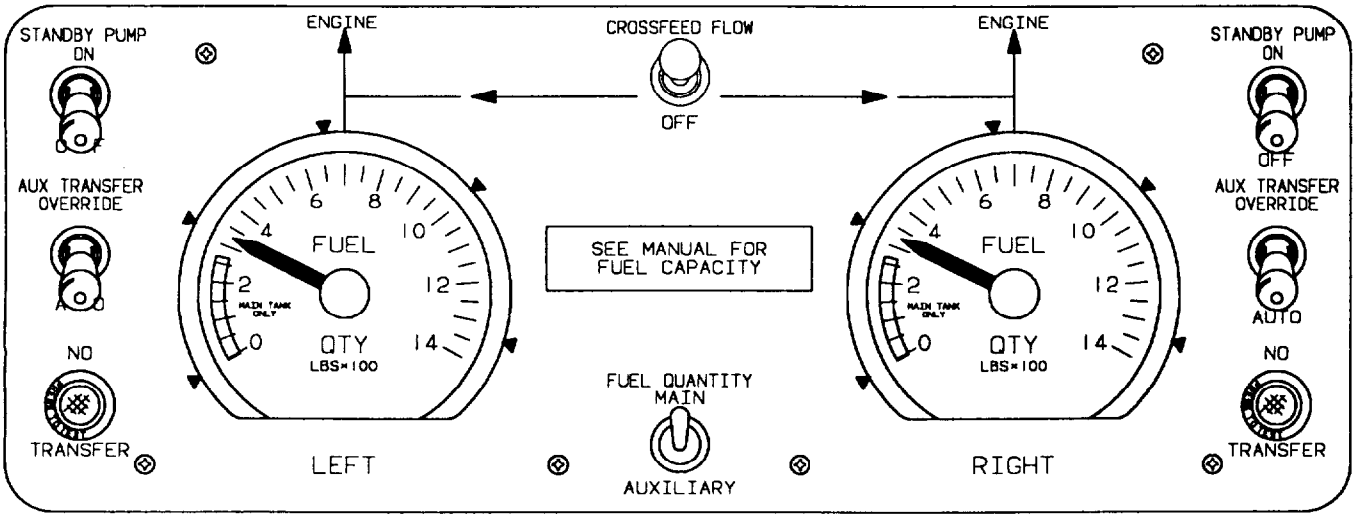
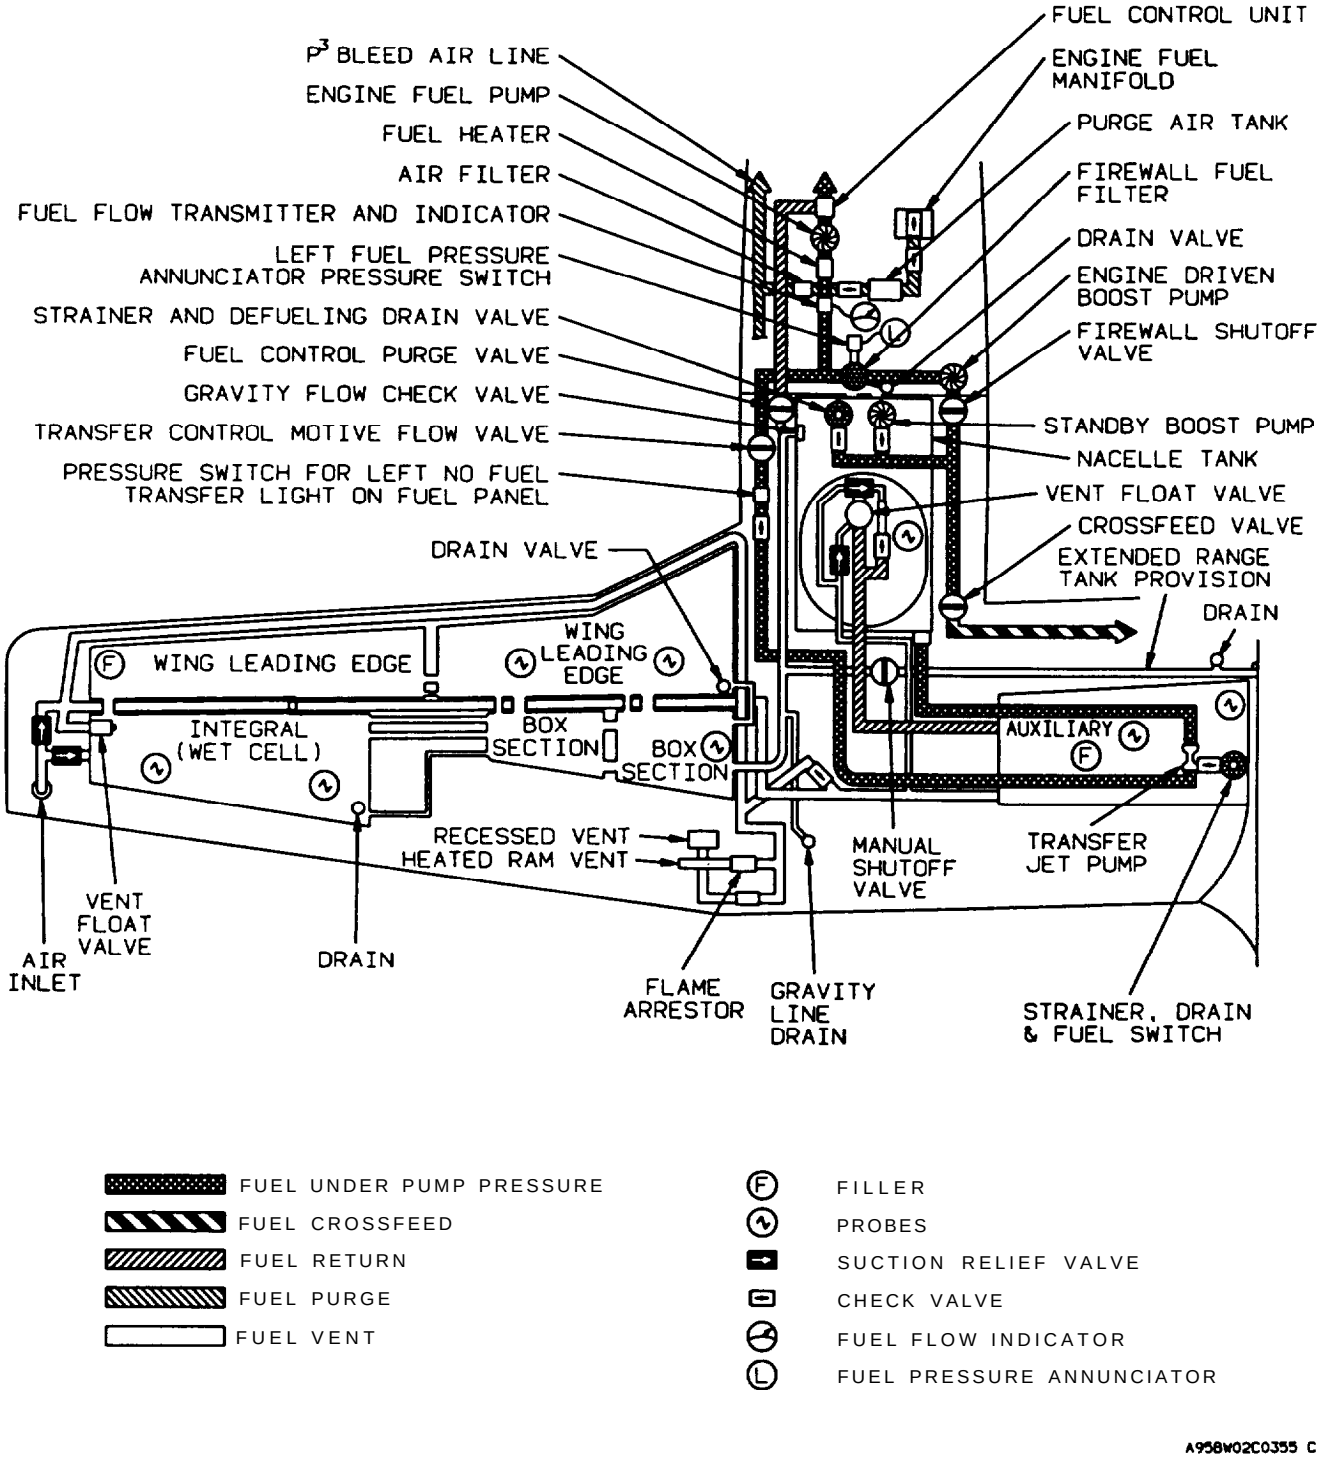

Figure 2-17. Fuel Management Panel
Figure 2-18. Fuel System Schematic
The engine fuel supply system (fig. 2-18) consists of two identical systems sharing a common fuel management panel (fig. 2-17) and fuel crossfeed plumbing (fig. 2-19). Each main fuel system consists of five interconnected wing tanks and a nacelle tank. Each auxiliary fuel system consists of one tank located between the nacelle and the fuselage. A fuel transfer pump is located within each auxiliary tank. Additionally, the system has an engine-driven boost pump, a standby fuel pump located within each nacelle tank, a fuel heater (engine oil-to-fuel heat exchanger unit), a tank vent system, a tank vent heating system, and interconnecting wiring and plumbing. Total fuel tank capacity is shown in table 2-2. Gravity feed fuel flow is shown in figure 2-20.
e. Fuel Management Pane/. The fuel management panel (fig. 2-17) is located on the left cockpit sidewall. It contains the fuel gages, standby fuel pump switches, crossfeed valve switch, fuel gaging system control switch, **NO TRANSFER** indicator lights, and aux transfer override switches.
(1) Fuel gaging system control switch. A switch on the fuel management panel (fig. 2-17) placarded **FUEL QUANTITY, MAIN - AUXILIARY,** controls the fuel gaging system. When the switch is in the MAIN position, the fuel gages read the total fuel quantity in the left and right main fuel systems. When the switch is in the **AUXILIARY** position, the fuel gages read the fuel quantity in the left and right auxiliary tanks only.
(2) Standby fuel pump switches. Two switches, placarded **STANDBY PUMP - ON,** located on the fuel management panel (fig. 2-17), individually control a submerged fuel pump located in the corresponding nacelle tank. During normal aircraft operation both switches should be off, so long as the engine-driven boost pumps are operative.
(3) Auxiliary fuel transfer override switches. Two switches on the fuel management panel (fig. 2-17), placarded **AUX TRANSFER OVERRIDE - AUTO,** individually control operation of the fuel transfer pumps. During normal operation both switches are in AUTO, which allows the system to be automatically actuated. If either transfer system fails to operate, the fault condition is indicated by the **MASTER CAUTION** annunciators on the glareshield and a steadily illuminated yellow left or right **NO TRANSFER** indicator light on the fuel management panel.
(4) Fuel crossfeed switch. The fuel crossfeed valve is controlled by a 3-position switch placarded **CROSSFEED FLOW - OFF,** located on the fuel management panel (fig. 2-17). Under normal flight conditions the switch is left in the **OFF** position. During emergency-single engine operation, it may become necessary to supply fuel to the operative engine from the fuel system on the opposite side. The crossfeed system is placarded for fuel system selection with a simplified diagram on the overhead fuel control panel. Place the **STANDBY PUMP** switches in the off position when crossfeeding. A lever lock switch, placarded **CROSSFEED FLOW,** is moved from the center OFF position to the left or to the right, depending on direction of fuel flow desired. This opens the crossfeed valve and energizes the standby pump on the side from which crossfeed is desired. During crossfeed operation with firewall fuel valve closed, auxiliary tank fuel will not crossfeed. When the crossfeed mode is energized, a green **FUEL CROSSFEED** annunciator on the caution/advisory panel will illuminate. Crossfeed system operation is described in Chapter 9. The crossfeed valve is protected by a 5-ampere circuit breaker, placarded **CROSSFEED,** located on the left sidewall circuit breaker panel (fig. 2-15).